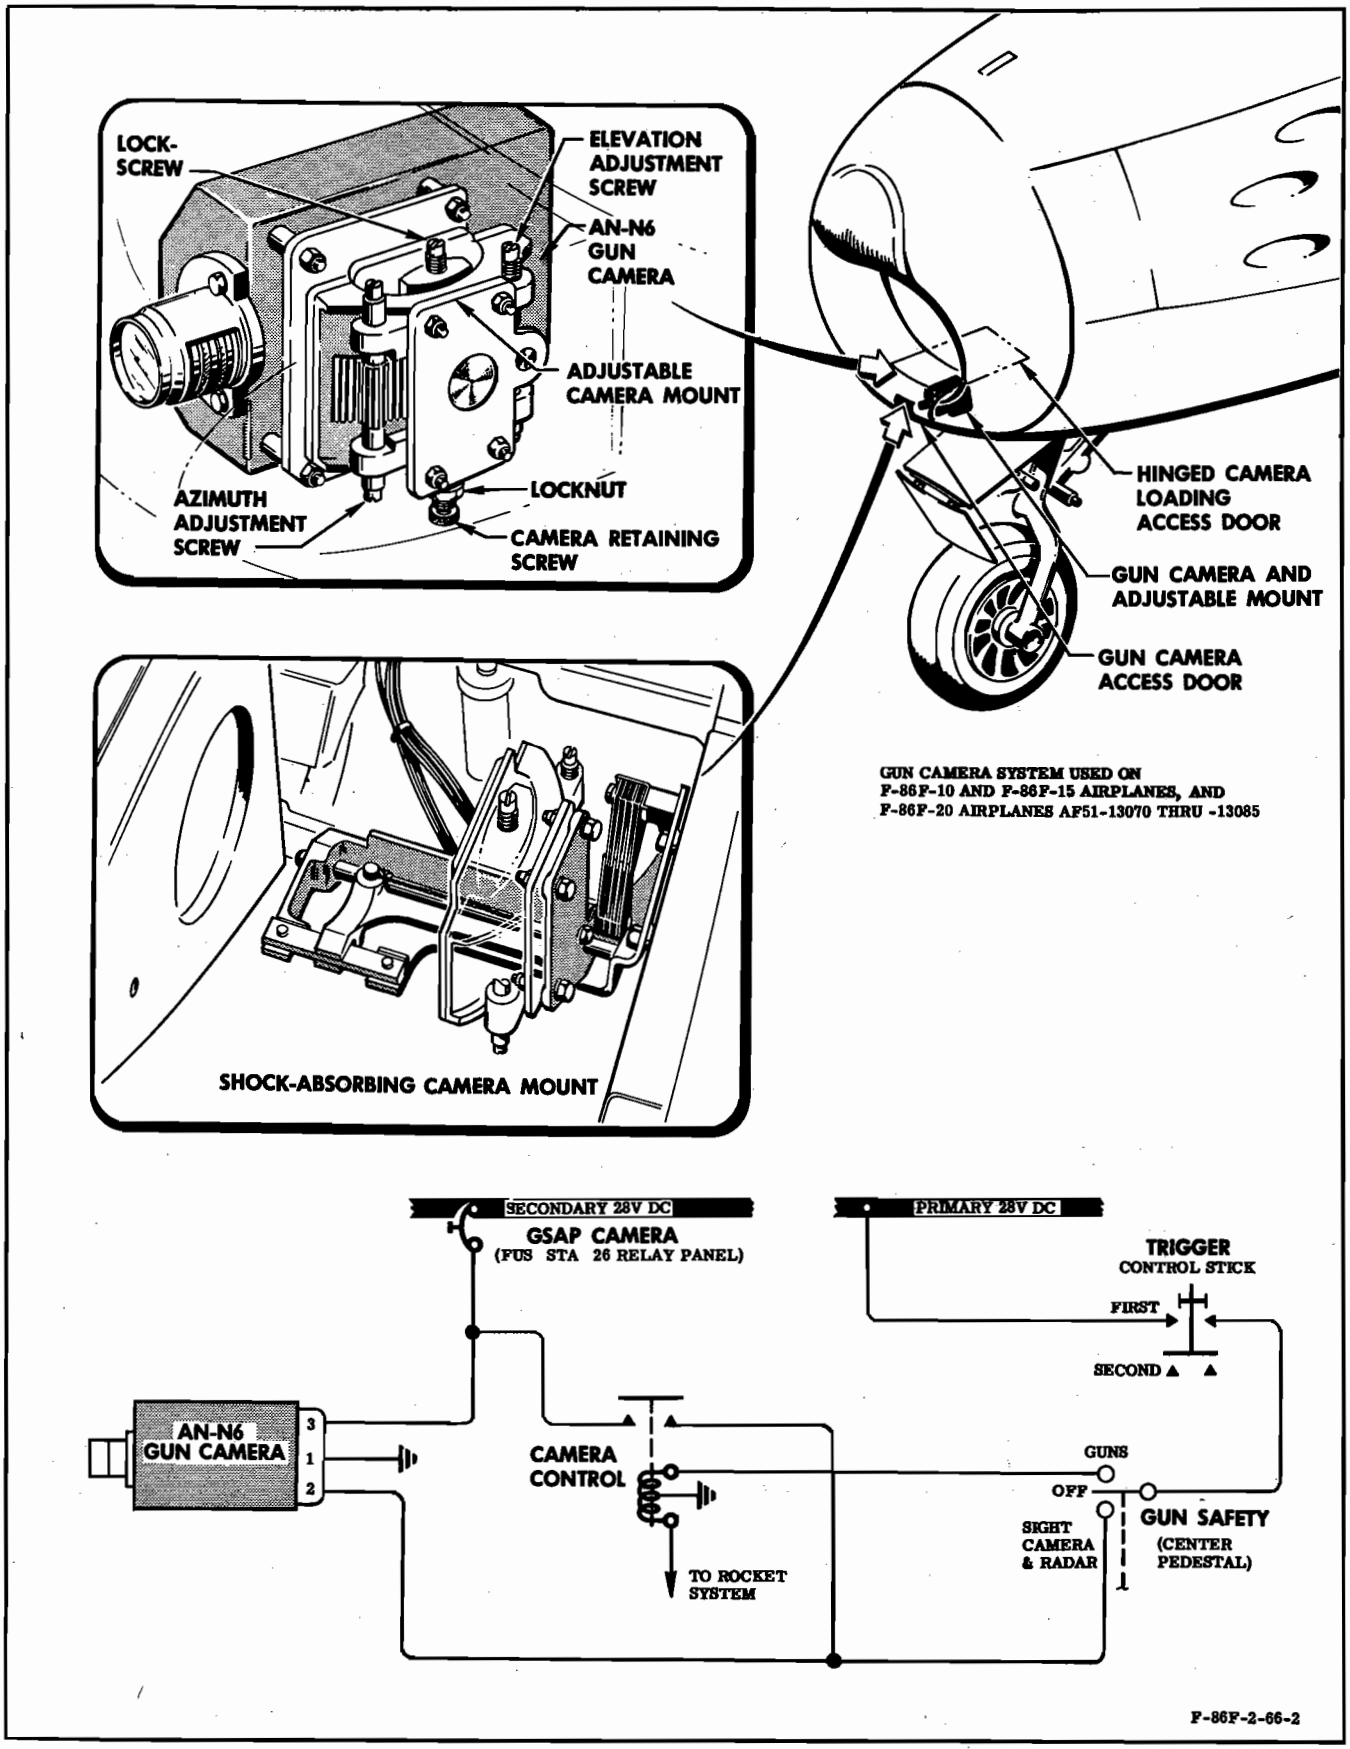
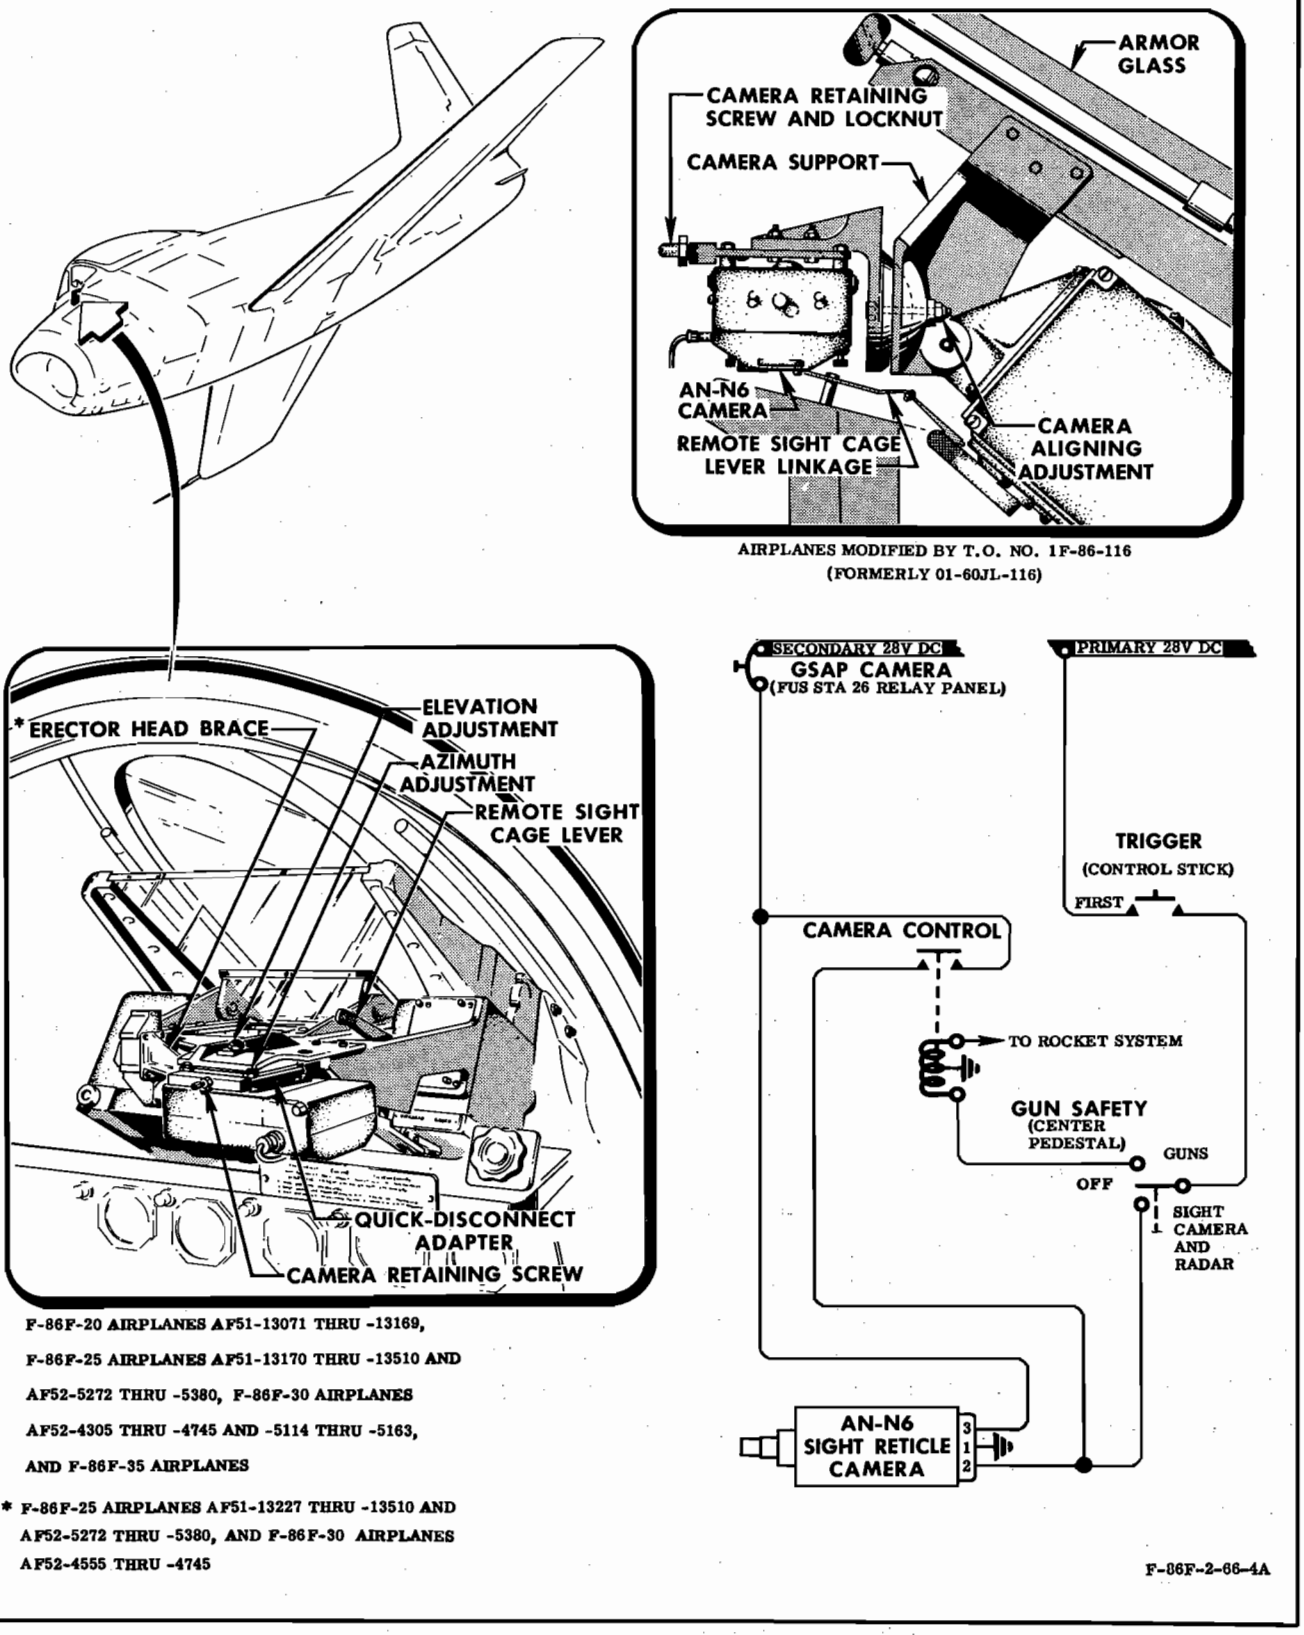

Figure 9-26. Gun Camera System
Figure 9-28. Sight Reticle Camera System
9-140. The gun camera system (figure 9-26), provided to record results obtained in aerial gunnery training and produce visual records of actual combat, consists of an AN-N6 gun camera, a Type C-1 adjustable mount, electrical wiring, and a shock-resisting mounting bracket. The camera is installed in the lower section of the engine air intake duct on F-86F-1 through F-86F-15 Airplanes, and F-86F-20 Airplanes AF51-13070 through -13086. Only the Type C-1 mount and electrical wiring is included in the engine air intake duct on F-86F-20 Airplanes AF51-13087 through -13169, F-86F-25 Airplanes AF51-13170 through -13510 and AF52-5272 through -5380, and F-86F-30 Airplanes AF52-4305 through -4745. The Type C-1 camera mount provides azimuth and elevation adjustments and a locking screw to lock the adjustment. The mount also permits removal of the gun camera without disturbing the bore-sight adjustments. On airplanes modified by T. O. 1F-86-116 (formerly 01-60JL-116), the camera is removed from the engine air inlet duct location and is reinstalled on the sight head in the cockpit. (See figure 9-28.)
9-142. The gun camera circuit (figure 9-26) permits the gun camera to function independently or when the guns are fired. This is accomplished when the gun safety switch is positioned to either "SIGHT CAMERA RADAR" or "GUNS" and the trigger on the control stick grip is depressed. The camera operates independently, by-passing the camera control relay, when the gun safety switch is in the "SIGHT CAMERA RADAR" position and the trigger is depressed. The camera operates to record the effect of gun firing when the gun safety switch is placed in the "GUNS" position and the trigger is depressed. This energizes the camera control relay, completing the circuit to the camera. During camera operation, a solenoid within the camera is energized, retracting the overrun indicator from the aperture. When the trigger is released, the solenoid is de-energized, projecting the indicator into camera view to be photographed for a film record of camera overrun time. The camera will continue to operate, after the trigger is released, for the overrun period set into the camera overrun control. When the temperature in the camera drops below 7.2°C (45°F), the thermal switch automatically turns on the camera heater. When the temperature exceeds 32.2°C (90°F), the heater is automatically turned off.
f. Sight through aligning indicator to check that camera is aligned with camera sighting mark on target board. (Refer to paragraph 9-10.) If camera does not align properly to target board, loosen adjustment jam nut (figure 9-26) and make azimuth and elevation adjustments on adjustable mount. When uppermost cross hairs of aligning indicator align with camera sighting mark on target board, lock and safety-wire mount adjustments.
9-153. LOADING AND PREPARING GUN CAMERA FOR USE. To load and prepare the gun camera for use, open and remove camera access door (figure 9-26) and proceed as follows:
9-156. An AN-N6 sight reticle camera is mounted on the sight head (figure 9-28) on F-86F-1 and F-86F-5 Airplanes modified by T. O. 1F-86-116 (formerly T. O. 01-60JL-116), F-86F-20 Airplanes AF51-13071 through -13169, F-86F-25 Airplanes AF51-13170 through -13510 and -5272 through -5380, F-86F-30 Airplanes AF52-4305 through -4745 and -5114 through -5163, and F-86F-35 Airplanes. F-86F-30 Airplanes AF52-5114 through -5163 and F-86F-35 Airplanes also have provisions for the installation of an AN-N9 sight reticle camera. A kit containing parts which will allow installation of an AN-N9 camera are furnished with these airplanes as loose equipment. These parts, consisting of an erector head brace, a camera support block, an adapter, an adapter assembly, and a receptacle, are stowed in the left rear ammunition box when the airplanes are delivered. The camera simultaneously records a picture on film of the target and the sight reticle image. The sight reticle camera circuit provides camera operation either independently or when the guns are fired, depending on the gun safety switch selection. The camera operates independently of the guns when the gun safety switch is placed in "SIGHT CAMERA RADAR"
a. Disconnect camera electrical connector. (See figure 9-28.)
a. Make certain that quick-disconnect adapter is firmly attached to camera. (See figure 9-28.)